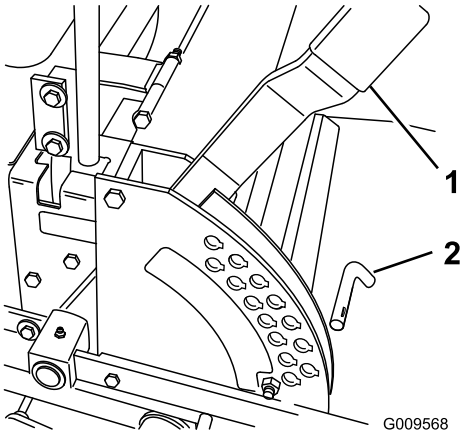

Figur 18
1. Flytt klippehøydespaken til transportstillingen (samme som klippehøyden på 127 mm) (Figur 18).
2. For å justere fjerner du bolten fra klippehøydebraketten (Figur 18).
3. Velg det hullet i klippehøydebraketten som svarer til ønsket klippehøyde, og sett inn pinnen (Figur 18).